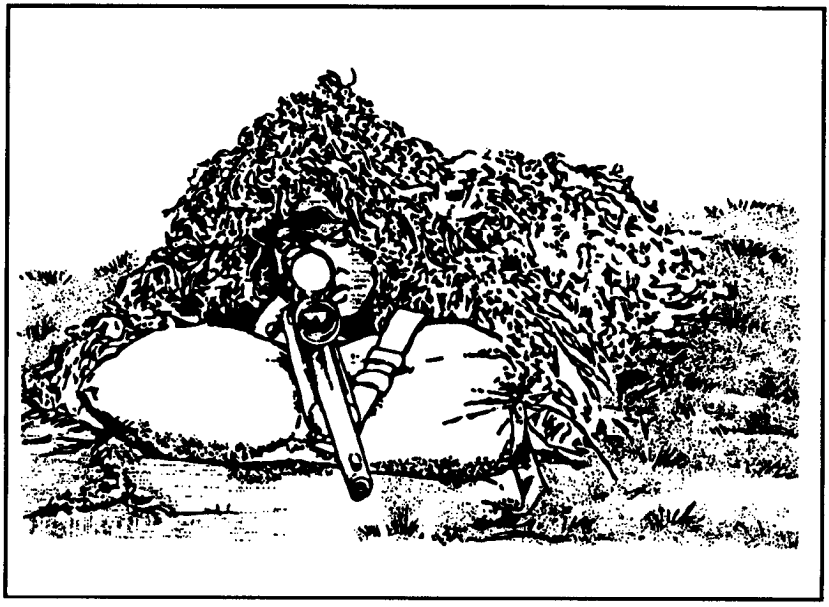

Figure 3-11. Sandbag.
(3) ***Sandbag.*** The sniper can fill an empty sandbag (Figure 3-11) on site.